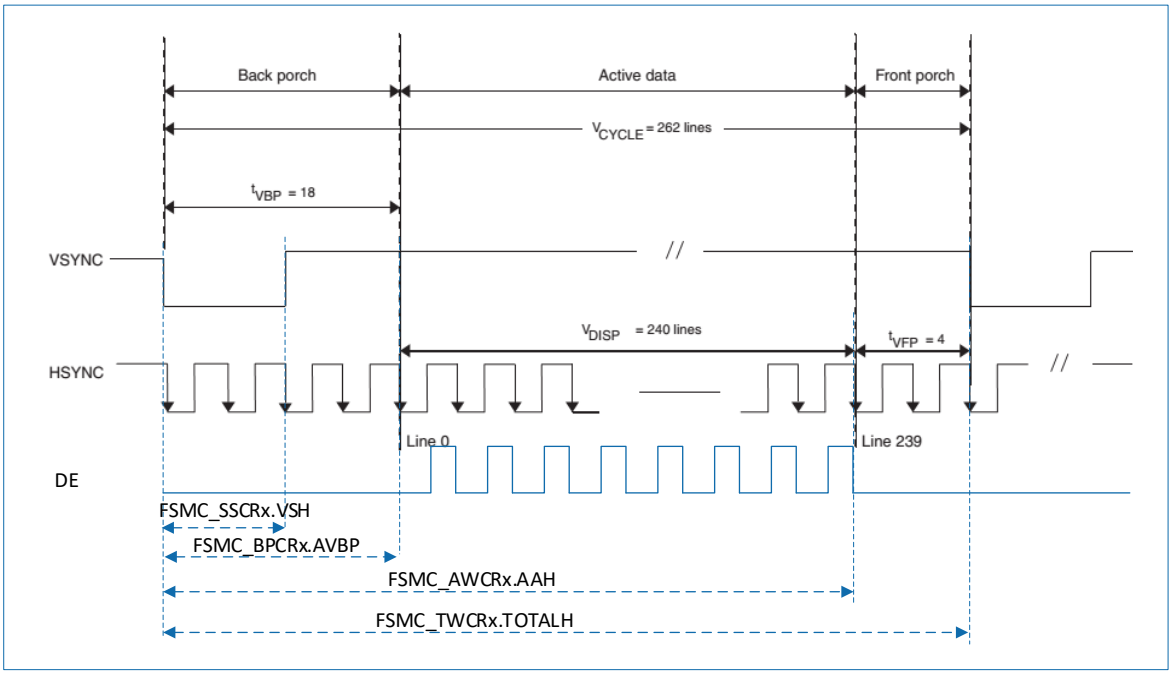
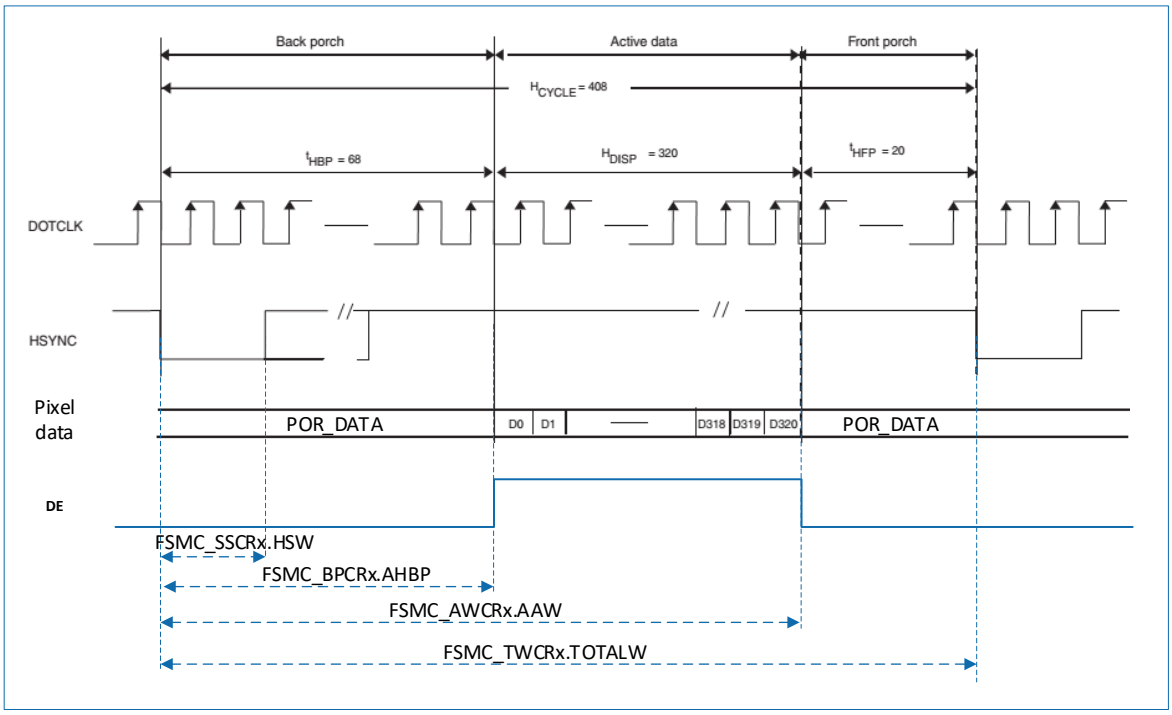

图 15-21 LCD 一帧的扫描时序
图 15-22 LCD 扫描一次的时序
4. 设置 FSMC_LCDCTRLx：LCDEN=1，DCLKPOL=0/1 根据需要，DSETUP 如图 15-23 所示，VSYNCTIM 如图 15-21 所示，HSYNCTIM 如图 15-22 所示。设置 FSMC_LCDCFGx：线数如图 15-21 所示，PXLNUM 如图 15-22 所示。